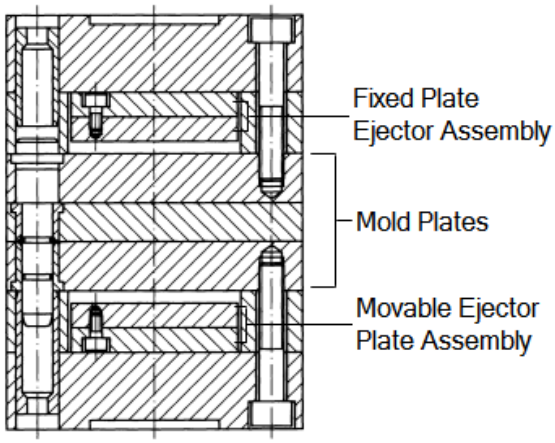

Figure 1-5 *The structure of stack mold*
5. Stack Mold, refer to Figure 1-5